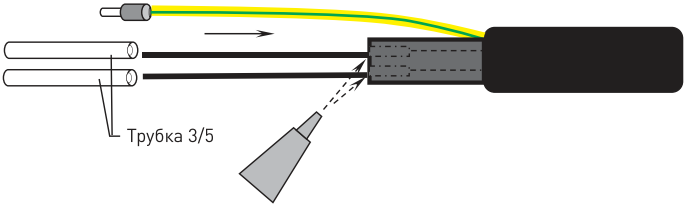

Рисунок 8
5.5. Надвинуть соединительную силиконовую заделку V* на токопроводящие жилы и придвинуть вплотную к оболочке кабеля, как показано на рисунке 8. Обмазать силиконовым клеем-герметиком два отверстия в заделке соединительной. На токопроводящие жилы надеть силиконовые трубки 3/5 и плотно вставить их в соответствующие отверстия в соединительной заделке (рисунок 8).